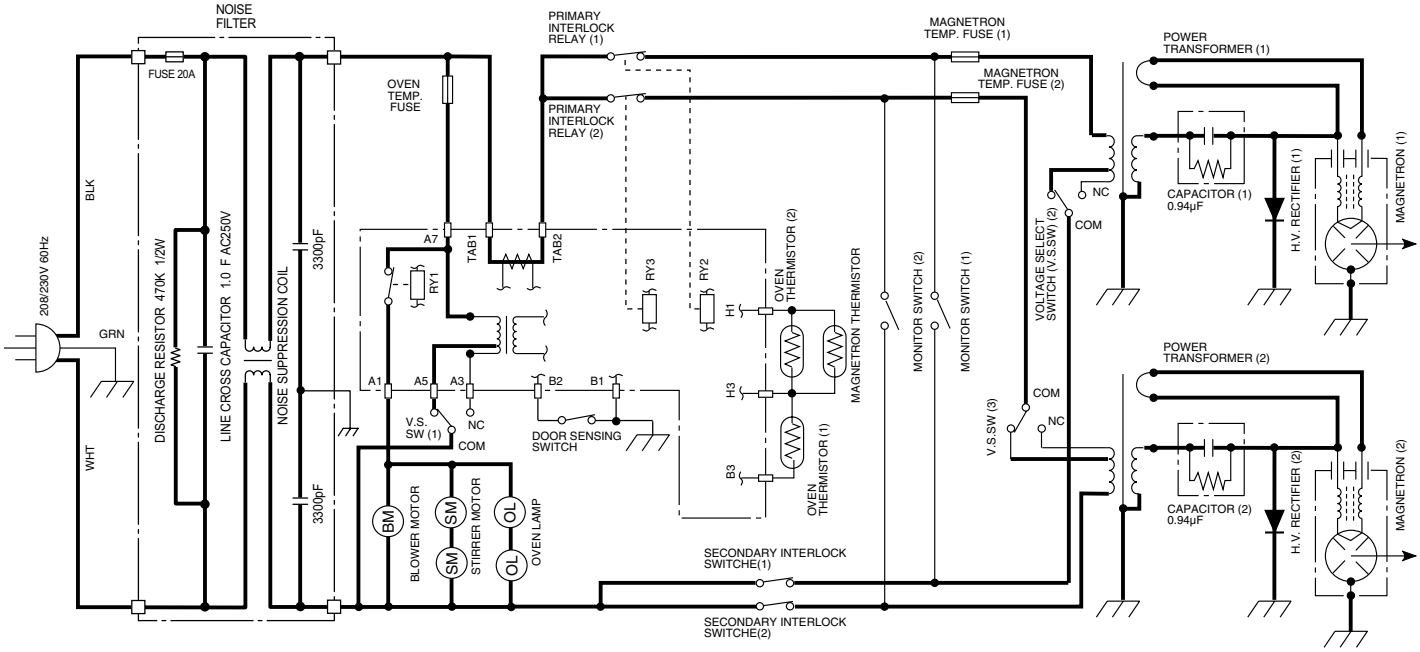

Figure O-3. Schematic-Cooking Condition (208 V Condition)
1. The contacts of relays are closed and components connected to the relays are turned on (For details, refer to Figure O-3)
6. When the door is opened during a cook cycle, monitor switches (1) & (2), door sensing switch, secondary interlock switches (1), (2) and primary interlock relays (1), (2) are activated with the following results. The circuits to the high voltage components are de-energized, and the digital read-out displays " . " and cooking is cancelled (in the case of Memory cooking).
7. The monitor switch (1) is electrically monitoring the operation of the secondary interlock switch (1) and primary interlock relay (1), and monitor switch (2) is electrically monitoring the operation of the secondary interlock switch (2) and primary interlock relay (2), and monitor switches (1), (2) are mechanically associated with the door so that it will function in the following sequence.